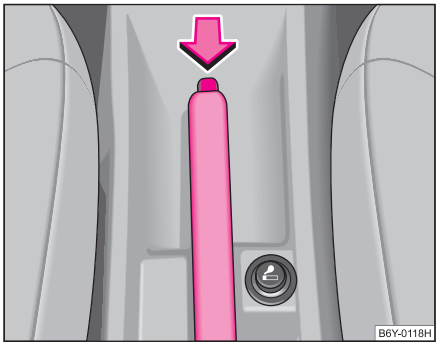

Fig. 92 Consola centrală: Frâna de staţionare
– Acționați maneta puțin în sus **şi în acelaşi timp** apăsați butonul de blocare ⇒ pagina 105, fig. 92.